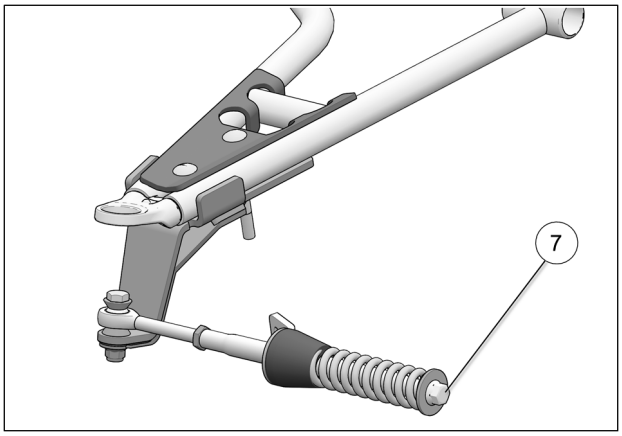

Fig. 18
9. Vérifier que le boulon du ressort (**7**) est serré au couple recommandé : 75 N•m [55 lb•pi]. Fig. 18